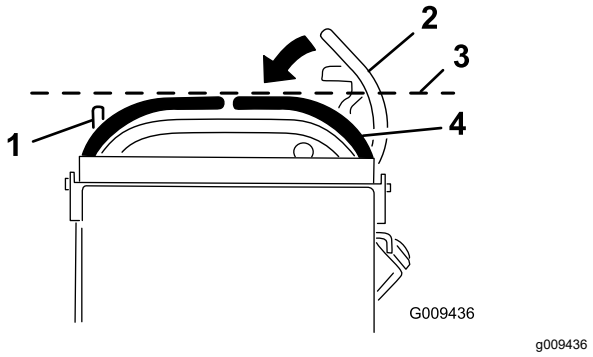

Figura 73
3. Empuje las palancas de control de movimiento hacia abajo, sacándolas de la posición de BLOQUEO/PUNTO MUERTO (Figura 73).
4. Compruebe que la palanca de control de movimiento de la derecha quede alineada en sentido horizontal con la palanca de control de movimiento de la izquierda (Figura 73).